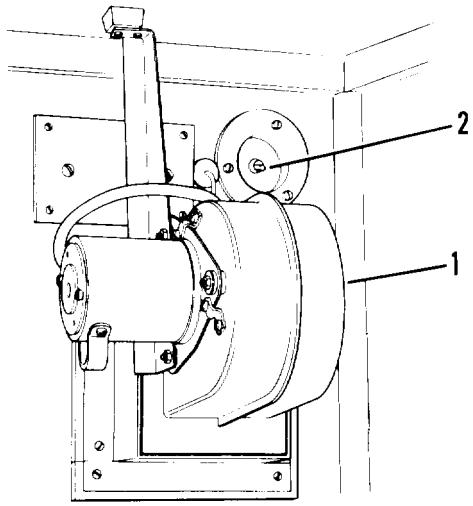

Figure 2-13. 24 volt ventilating fan
a. The fan (1, figure 2-13) provides ventilation for the van.
b. Toggle switch (2) above fan controls operation.